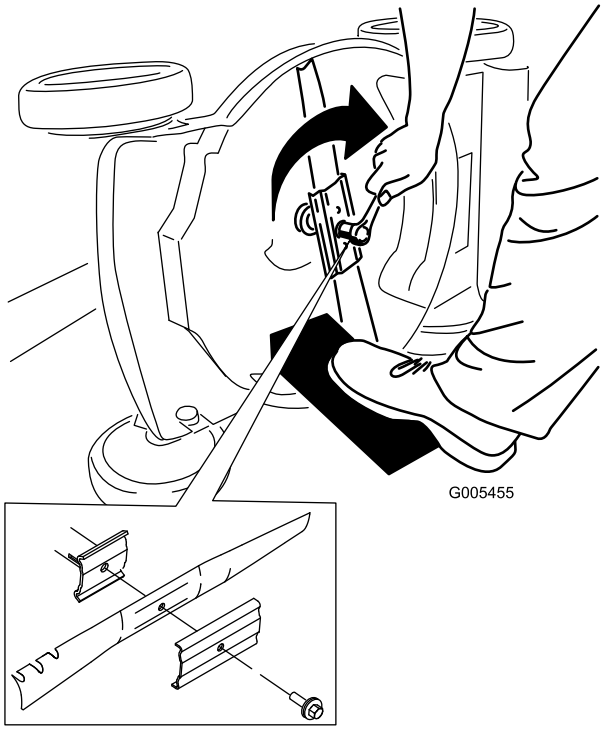

Figura 26
5. Instale la cuchilla nueva y todos los herrajes de montaje (Figura 26).